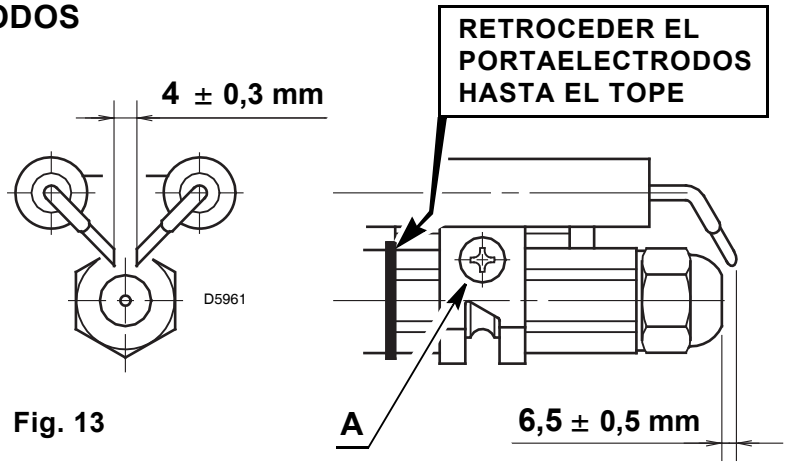

Fig. 13
Antes de desmontar o montar la boquilla, hay que aflojar el tornillo (**A** fig. 13) y correr hacia adelante los electrodos.
1) POSICIÓN CORRECTA DE LOS ELECTRODOS, (ver Fig. 13, pág. 6).
- Cambiar la boquilla, y verificar que los electrodos estén bien colocados (Fig. 13, pág. 6).